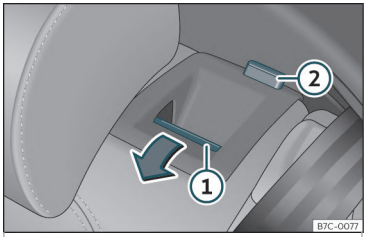

Fig. 107 Bancheta: rabatarea spătarului.
• Trageți spre înainte butonul de deblocare ››› **fig. 107** ① și ridicați în același timp spătarul. Dacă marcajul roșu al butonului ② este vizibil, spătarul banchetei nu este fixat pe poziție.